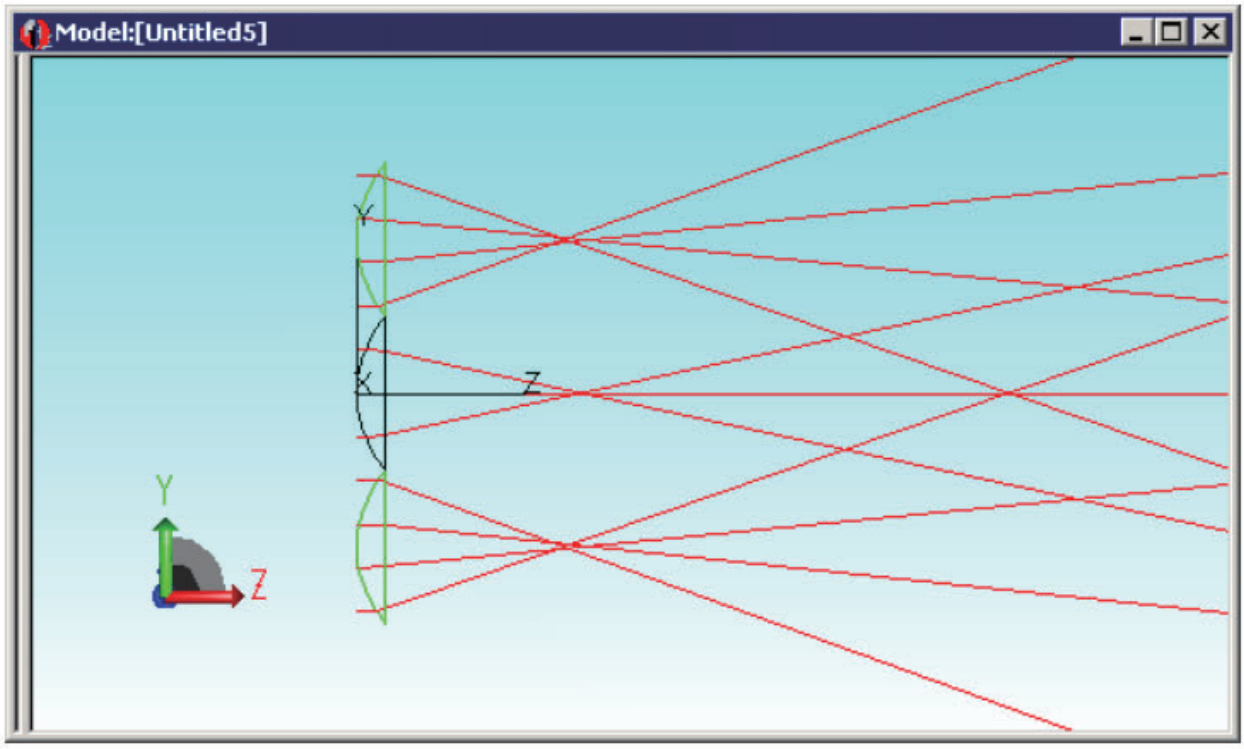

FIGURE 9.42 - Raytrace of linear lens array
10. 別のグリッド光線追跡をトレースします。図 9.42 を参照してください。